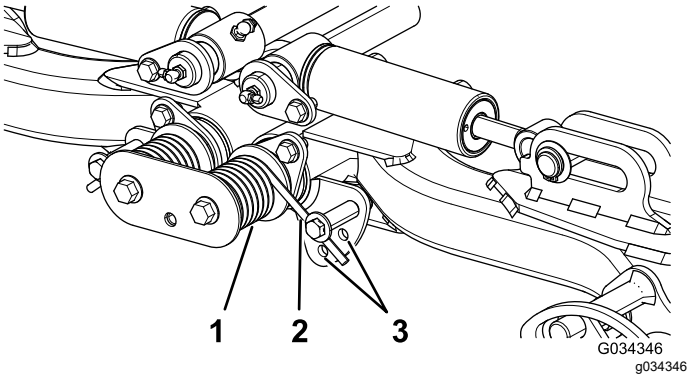

Figure 38
2. Insérez un tube ou un objet similaire sur l'extrémité longue du ressort pour détendre le ressort pendant le réglage (Figure 38).
3. Tout en détendant le ressort, retirez le boulon et le contre-écrou de fixation de l'actionneur de ressort au support (Figure 38).